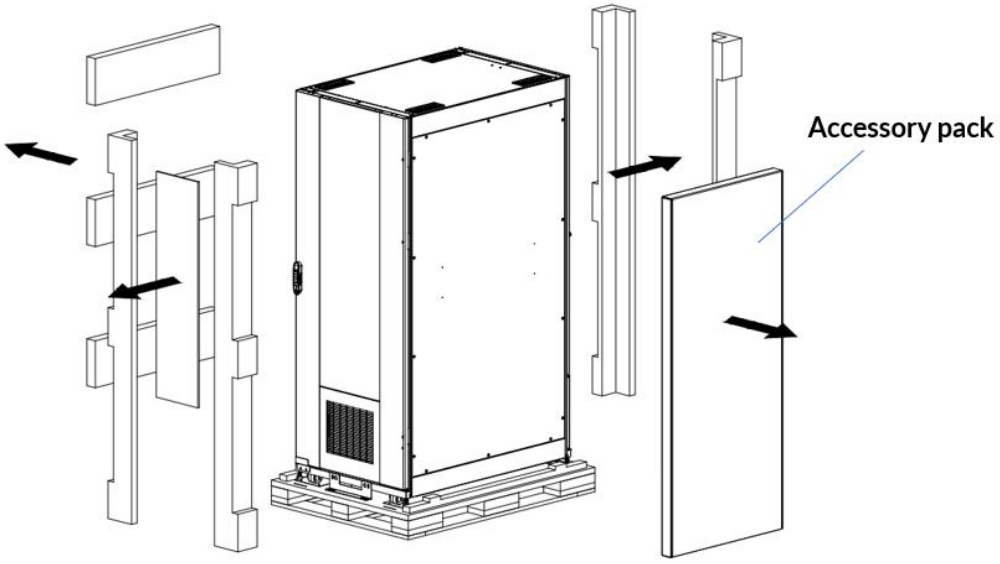

Figure 3-8 Remove the accessory pack
c) Cut off the packing tape, take out the accessory pack and remove the EPE polyethylene foam as shown in Figure 3-8.